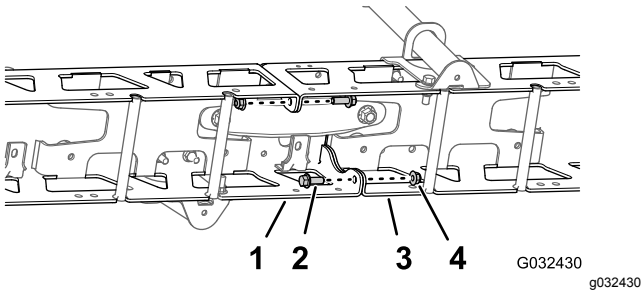

Figur 50
1. Afmonter de 2 flangehovedbolte (3/8 x 1 tomme) og 2 låsemøtrikker (3/8 tomme), der fastgør de lodrette flanger på venstre og højre afstiverstel (Figur 50).